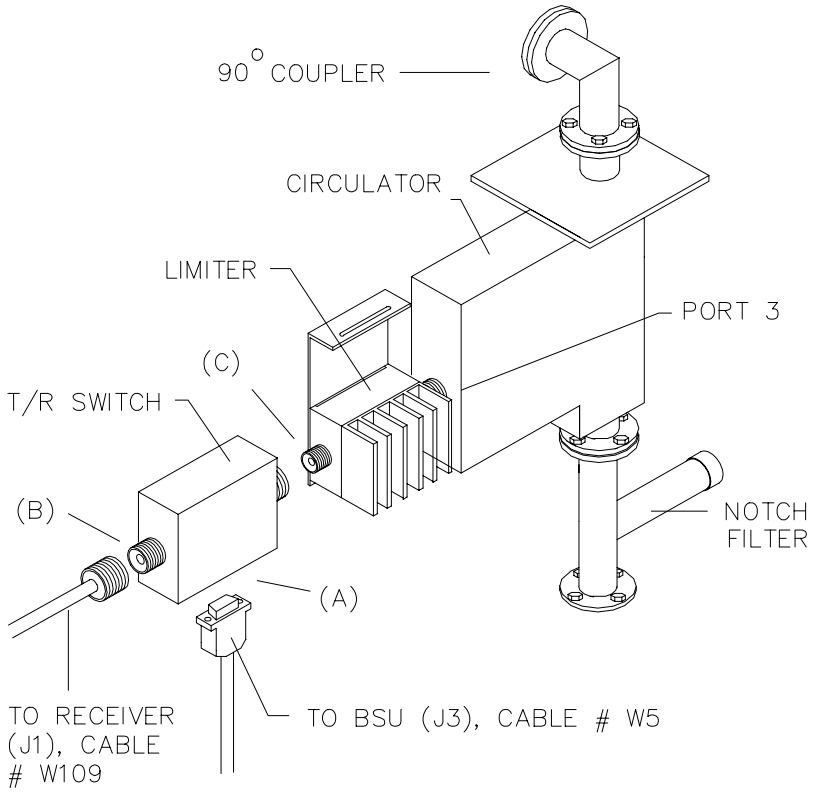

Figure 5-10 Transmit/Receive (T/R) Switch Replacement
3. Using a small screwdriver, remove the retaining screws from the DE-9 connector on cable #W5 [point (A) in Figure 5-10] and remove the connector from the bottom of the T/R Switch.
4. Remove cable #W109 from the output of the T/R Switch [point (B) in Figure 5-10].
5. Loosen the type "N" connector that attaches the T/R Switch directly to the Limiter [point (C) in Figure 5-10] and remove the T/R Switch from the BSU Cabinet.